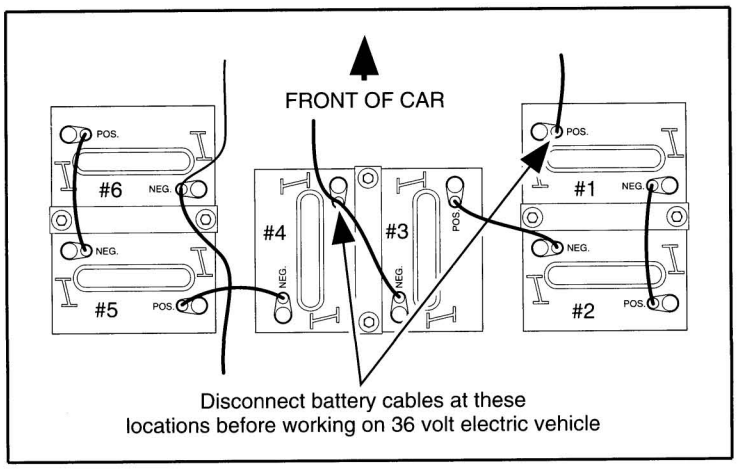

Figure 13
- DISCONNECT THE BATTERIES BEFORE SERVICING THE ELECTRIC VEHICLE (See Figures 13 and 14).